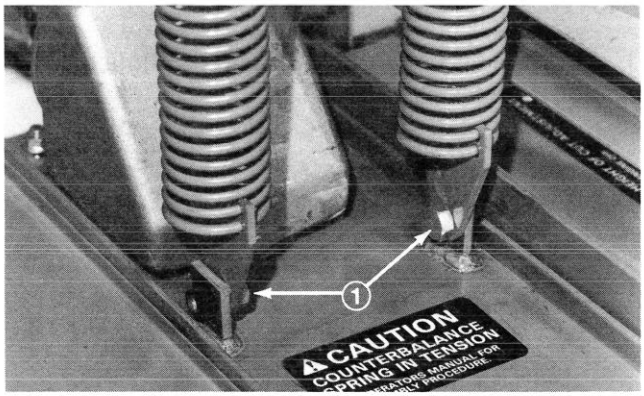
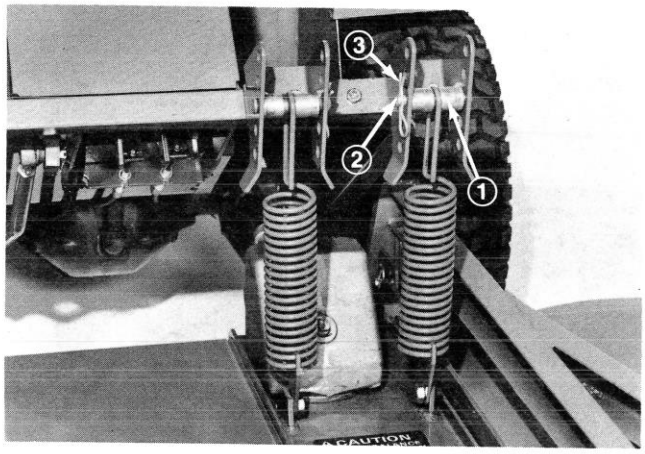

Figure 12
Figure 13
3. Mount spring ends to cutting unit gear box base with shoulder bolts and flange nuts (Fig. 12). Hook end of the spring should be offset toward rear of cutting unit (Fig. 13).
4. Start engine and raise cutting unit. Insert long hook end of spring into center groove of spacer, align spacer and spring with center bracket holes and insert clevis pin through center bracket hole, spacer and spring (Fig. 13). Secure assemblies with hairpin cotters (Fig. 13).